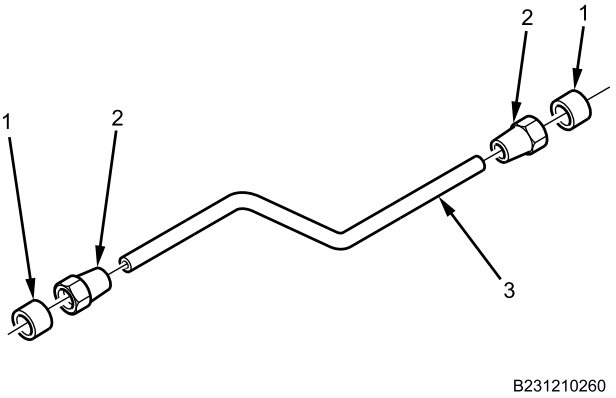

Figure 8. Fabricating Air Compressor Tube.
1. Cut new air compressor tube (Figure 8, Item 3) to 36 in. (90.4 cm), using tube cutter.
2. Bend angles in air compressor tube to match old air compressor tube (Figure 8, Item 3).
3. Slide new ferrule compression nut (Figure 8, Item 2) on each end of air compressor tube (Figure 8, Item 3).
4. Slide new compression sleeve (Figure 8, Item 1) on each end air compressor tube (Figure 8, Item 3).